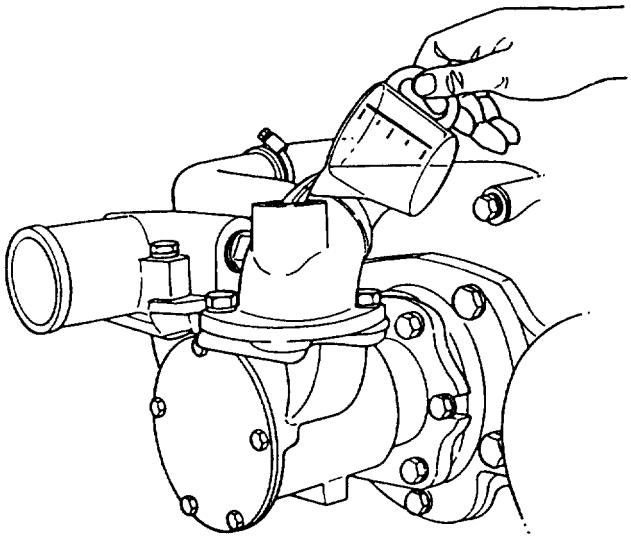

Figure 2-50. Priming Diesel Engine Raw Water Pump.
6) Remove the cover from the raw water pump (Figure 2-50). Visually inspect for signs of damaged or broken vanes. Replace the impeller if damaged. Reinstall the cover with a new gasket.